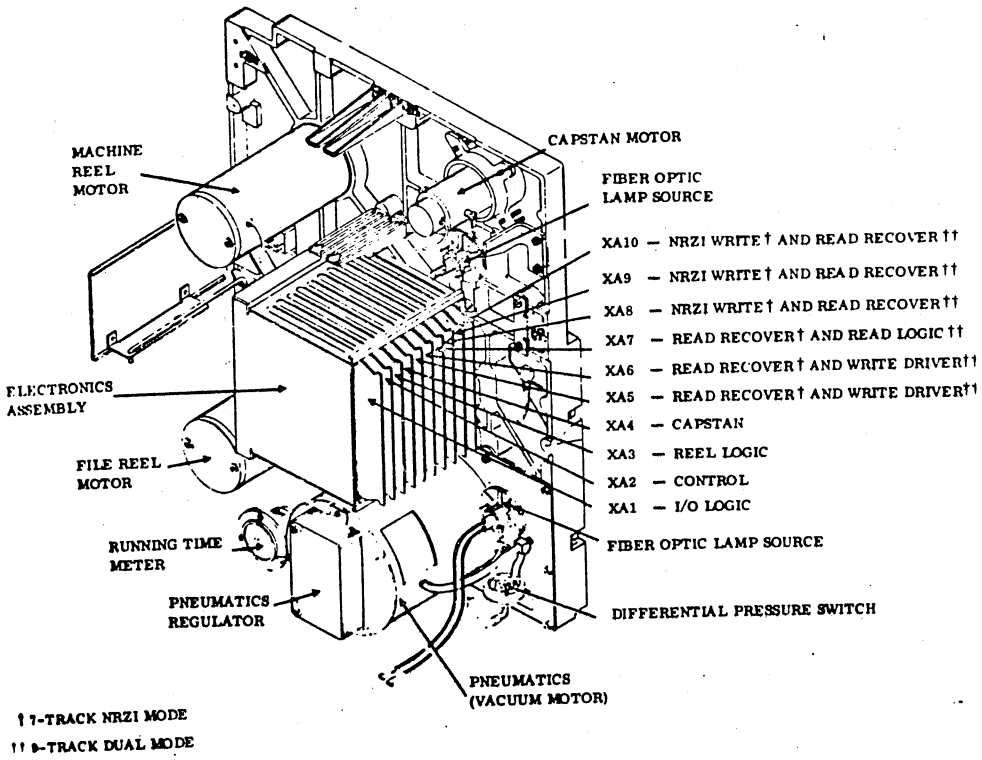

Figure 6R-9. Transport Logic Board Locator
3. Unlock and swing out the tape deck by turning the cabinet latch screws counter-clockwise. (figure 6R-3)